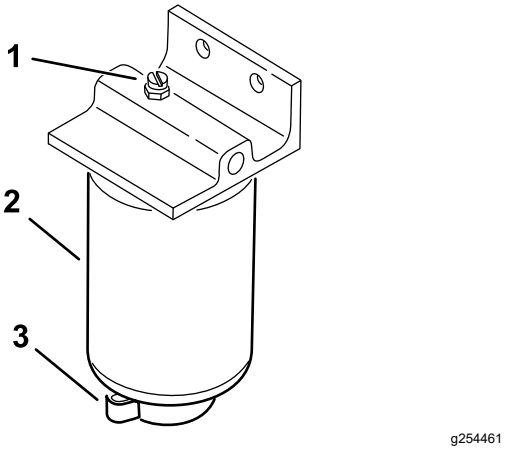

Figuur 36
4. Open de aftapplug van het filter en het ontluchtingsventiel (Figuur 36).